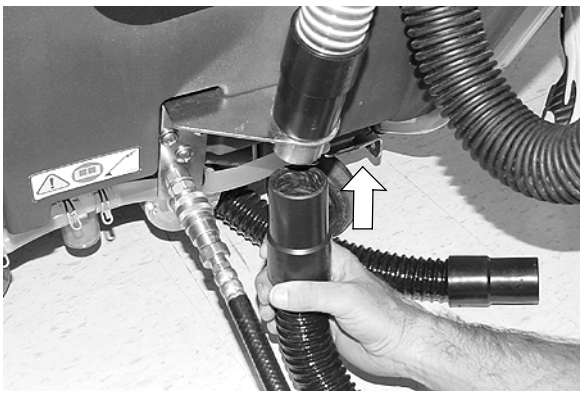

FIG. 14
3. Débranchez le tuyau d'aspiration inférieur de la machine et remplacez-le par le tuyau d'aspiration de l'accessoire (Figure 14).